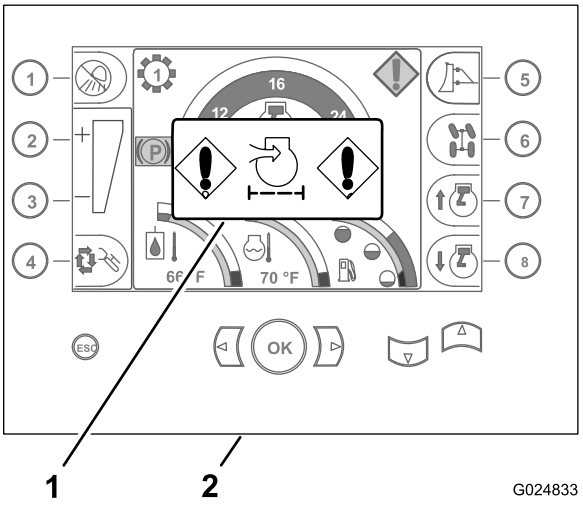

Rysunek 28
2. Sprawdź, czy świeci się kontrolka zablokowanego filtra powietrza na ekranie głównym centrum sterowania (Rysunek 28).